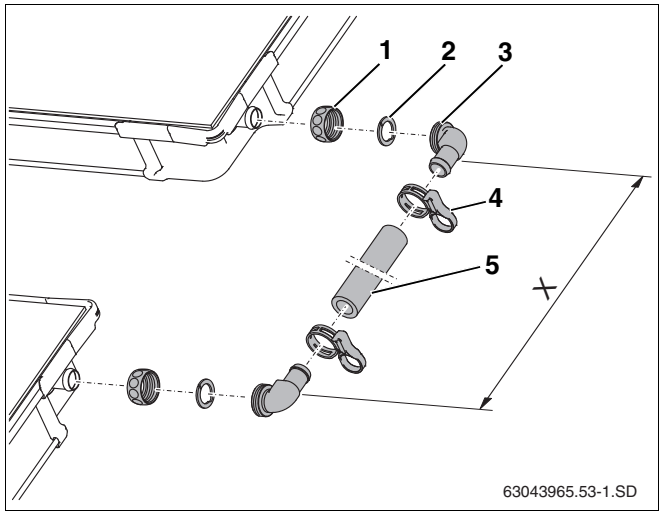

Рис. 60 Комплект для соединения двух рядов коллекторов
- Наденьте накидные гайки (рис. 60, **поз. 1**) на штуцеры коллектора.
- Уложите зажимную шайбу (рис. 60, **поз. 2**) за выступ штуцера коллектора и нажмите на неё.
- Наденьте на штуцер угловой наконечник с кольцом (рис. 60, **поз. 3**), надавив на него, выровняйте и затяните накидной гайкой.
- Измерьте расстояние между угловыми наконечниками (размер X) при смонтированных коллекторах и соответственно обрежьте шланг (рис. 60, **поз. 5**).
- Наденьте шланг на угловые наконечники и зажмите пружинными хомутами (рис. 60, **поз. 4**).